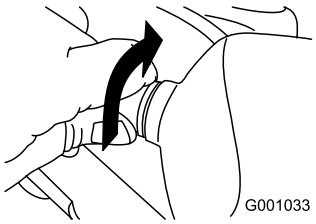

Figur 51
2. Vrid lampsockeln motsols tills det tar stopp (Figur 51).